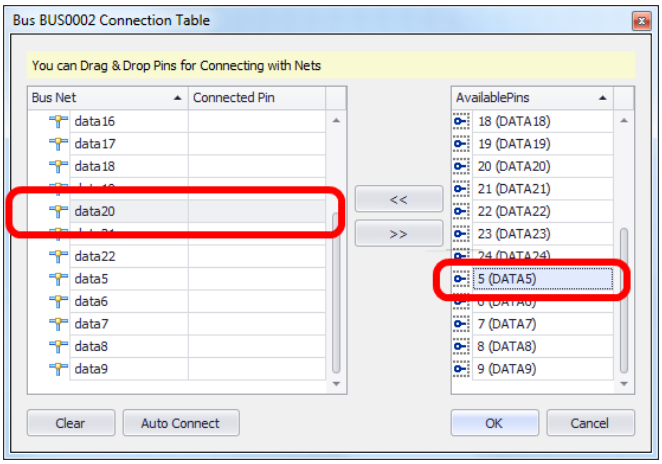

Рис. 524. Выбор цепи и соответствующего ей контакта
1. В произвольном порядке выбрать нужную цепь в левой части окна и соответствующий ей контакт в правой части окна, см. Рис. 524.